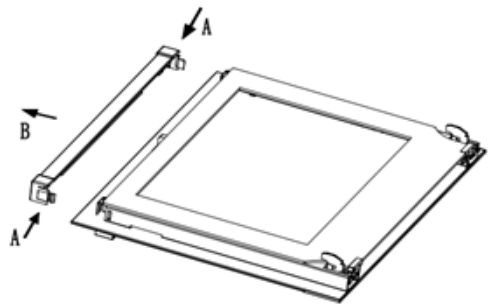

Рис. 3
- Нажмите кнопки с левой и правой сторон дверцы и извлеките верхнюю направляющую (рис. 3).